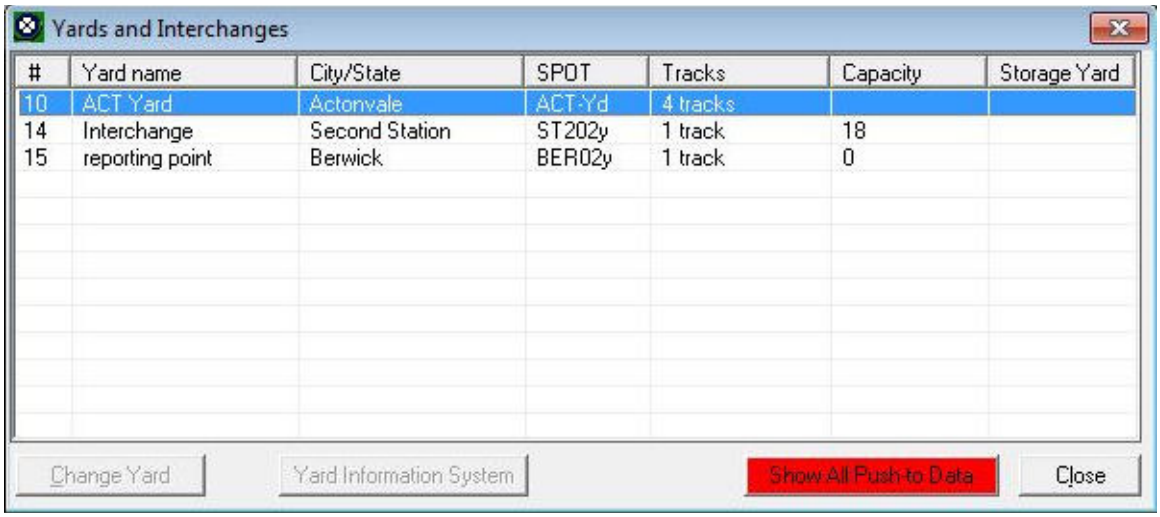

Figure 5-21
10. Click on "OK" to close this window and return to the "Yards and Interchanges" window. You can now see the "reporting point" 'yard' for Berwick displayed in the "Yards and Interchanges" window (Figure 5-21).